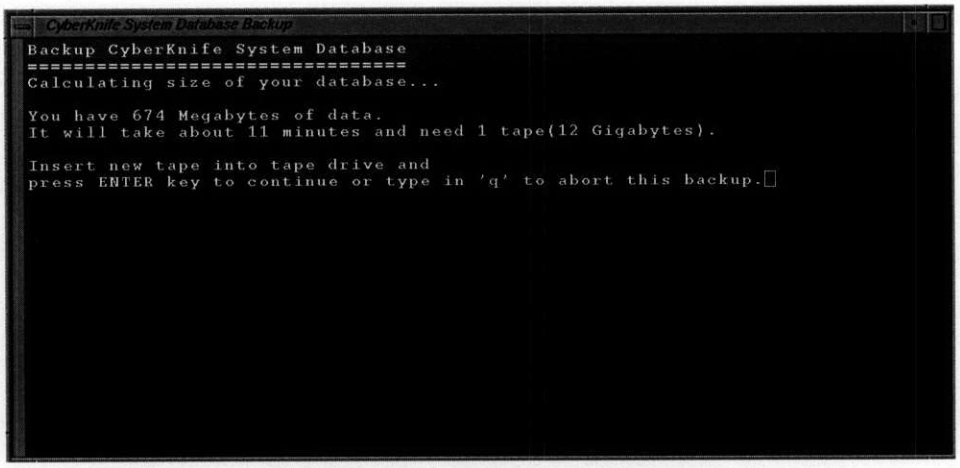

**Figure 10 CyberKnife System Database Backup Screen**
**Step 3.** Click **BACKUP DB**. The CyberKnife System Database Backup window (*Figure 10 CyberKnife System Database Backup Screen, page 12*) appears.